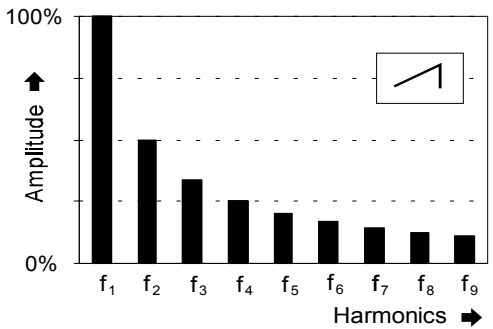

Fig. 1: Harmonic spectrum of a sawtooth
The VCO's sawtooth waveform is present at output ❻. It has a 'cutting' sound, rich in overtones. All the harmonics of the fundamental are present, with a linear reduction in intensity as the harmonic series progresses - so that the second harmonic is half as strong, the third is one third, the fourth a quarter, and so on (see Fig. 1).